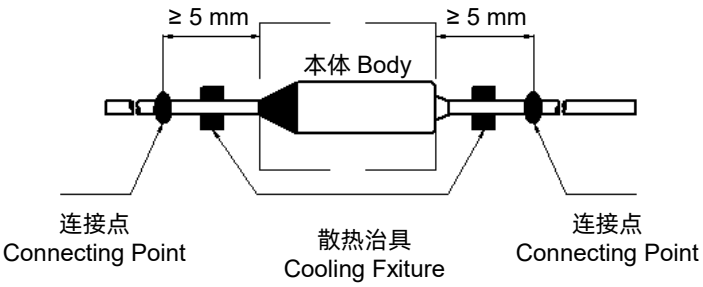

图2 FIGURE 2
2. 引线上的连接点距离温度保险丝本体应 ≥ 5 mm（参考图2）。
The connection point of the lead shall be no less than 5 mm away from the OTCO body (see Fig.2).
3. 在钎焊过程中，焊点与温度保险丝之间应使用散热装置（参考图2）。
In the process of soldering, cooling fixture should be used between soldering point and OTCO body (see Fig.2).
3. 在点焊过程中，焊点与温度保险丝之间应使用散热装置（参考图2）。
In the process of welding, cooling fixture should be used between welding point and OTCO body (See Fig.2).